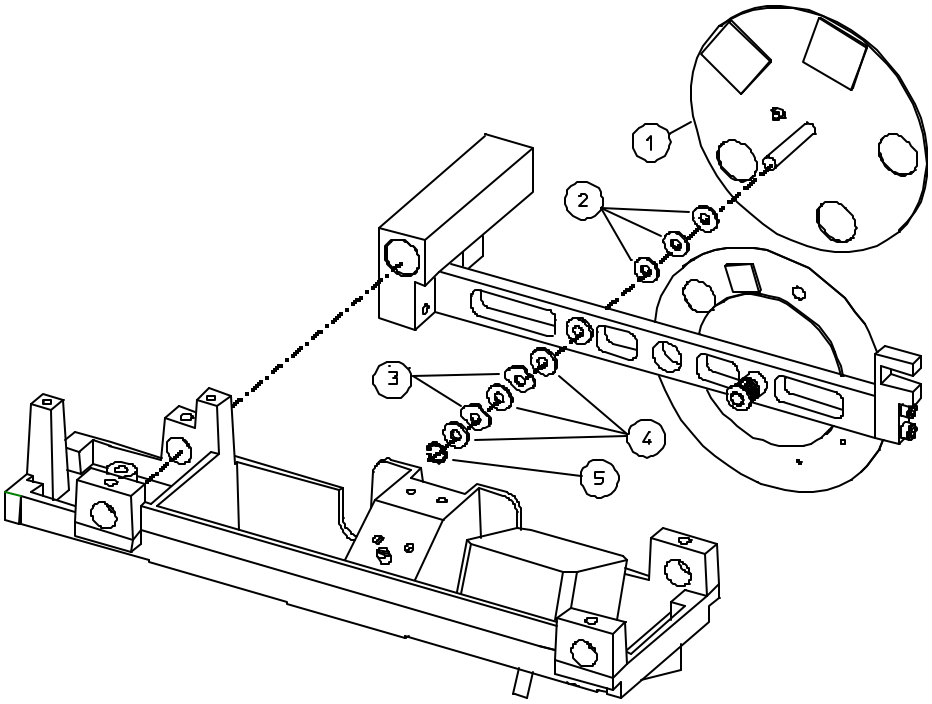

FIGURE 1. Color Wheel Installation
To install the color wheel, refer to Figure 1 and follow the guidelines given below.
2) Install the new color wheel (refer to Figure 1).